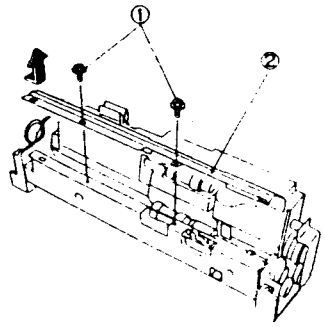

Рис. 1 NZM-0174
3. (Рис. 1): Снимите желоб.
①. Отверните винты (2).
②. Снимите желоб.